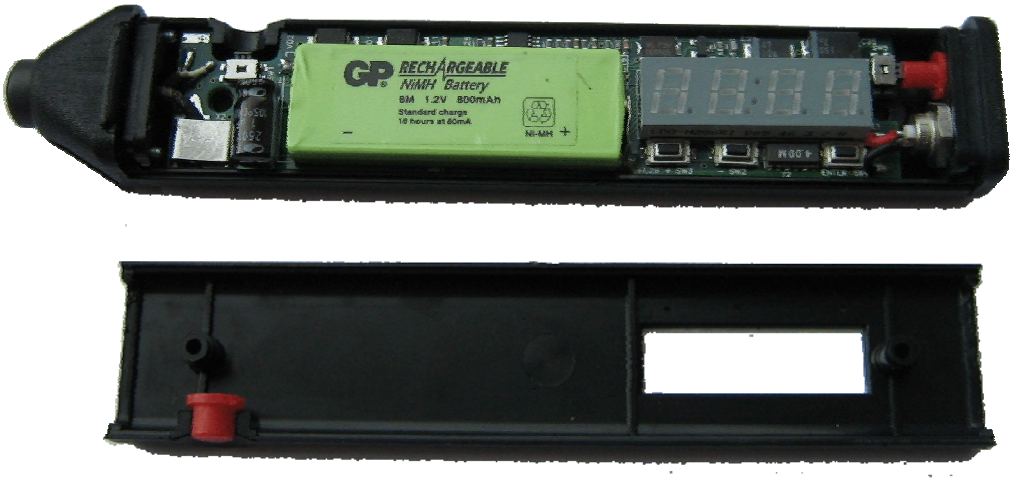

Рисунок 18
– Снять лицевую половину корпуса прибора (рисунок 18).